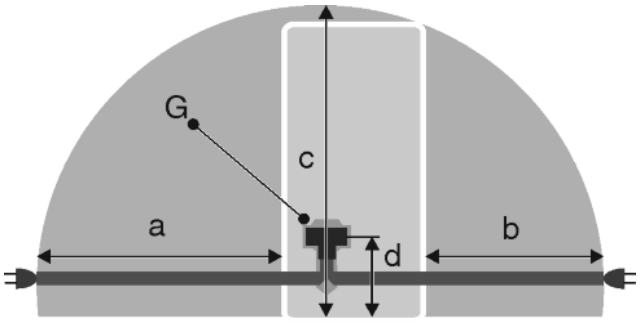

Fig. 23
- The socket is outside the back of the appliance area in the specified area *Fig. 23 (a, b, c)*.
▶ Insert the appliance plug *Fig. 23 (G)* into the back of the appliance. Ensure that it clicks into place.